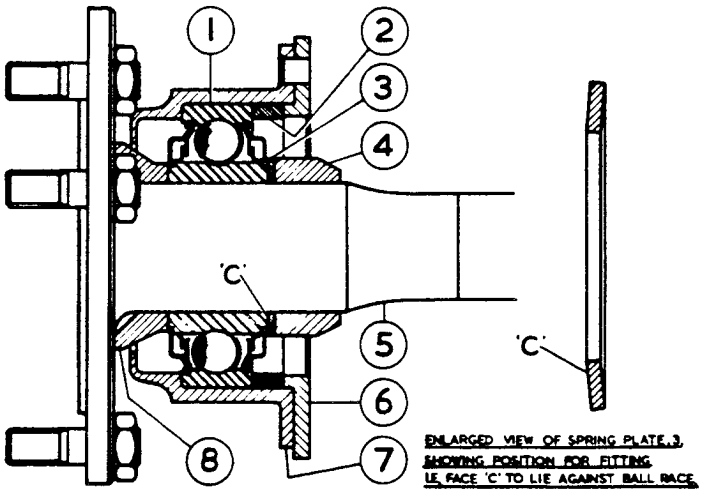

FIG. 1. SECTION - REAR AXLE SHAFT ASSEMBLY.
(i) With the spigot plate (6 Fig.1) removed from the bearing housing, mount the assembly in a lathe, turn the collar (4) until it is very thin and then split it. This will avoid the turning tool damaging the shaft.
(i) With a micrometer, measure the width of the outer race of the old and new bearing. The variation in outer race width should not exceed .002" = .05 m/m) (maker's figure). If the new bearing is wider, a similar amount should be ground off the adjusting piece (2 Fig.1), but if it is narrower or of identical width, the adjusting piece can be refitted without alteration. A .002" end float of the adjusting piece, between the outer race of the bearing and the spigot plate, could arise from this procedure which is permissible.
(iii) Next place the distance piece (8) on to the axle shaft followed by the housing complete with bearing and press the bearing fully home. Fit the spring plate (3), making sure it is positioned the correct way round (See Fig.1).